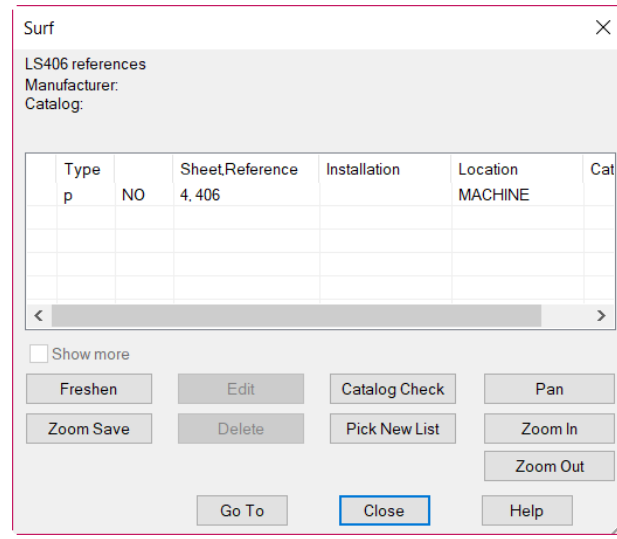

Figure 2-77 *The **Surf** dialog box*
3. Choose **Surf** from the shortcut menu; the **Surf** dialog box is displayed, as shown in Figure 2-77. Choose **Go To** from the **Surf** dialog box; the *demo004.dwg* file is opened with **LS406** zoomed in.